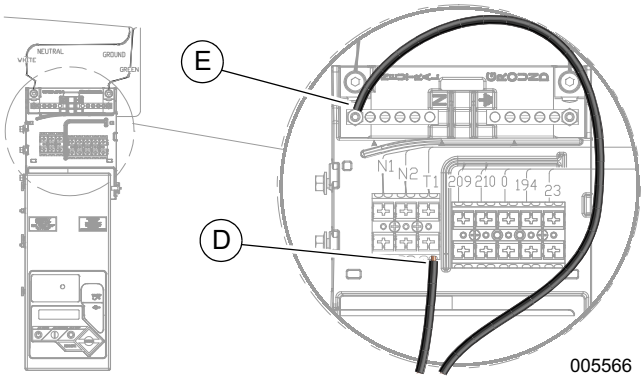

Figure 14. Input Sense Terminal Block
See *Figure 14*. Connect heater lead wires to T1 terminal (D) and Neutral stud (E) as shown.